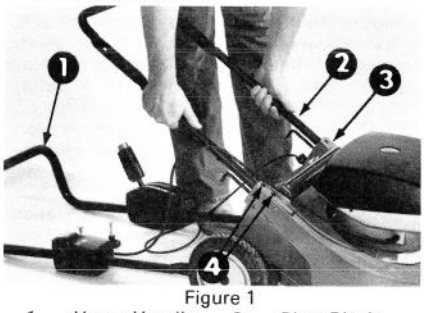

Figure 1
3. Secure lower handles to the unit with the four handle screws (Fig. 1).